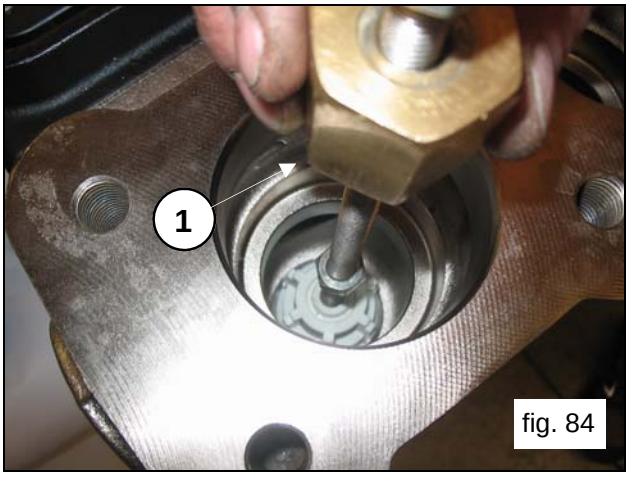

fig. 84
Remove the suction valve unit using a slide hammer applied to the M10 hole of the valve guide (pos.①, fig.84).